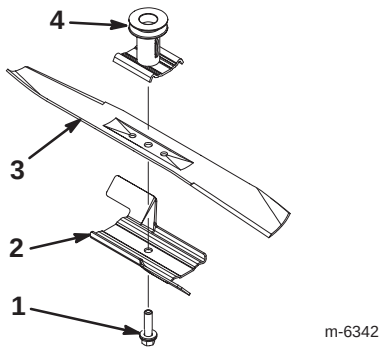

Figur 27
2. Avlägsna knivbulten, acceleratorn och kniven (figur 27).
1. Montera en slipad, balanserad Toro-kniv, acceleratorn, och knivbulten (figur 27).